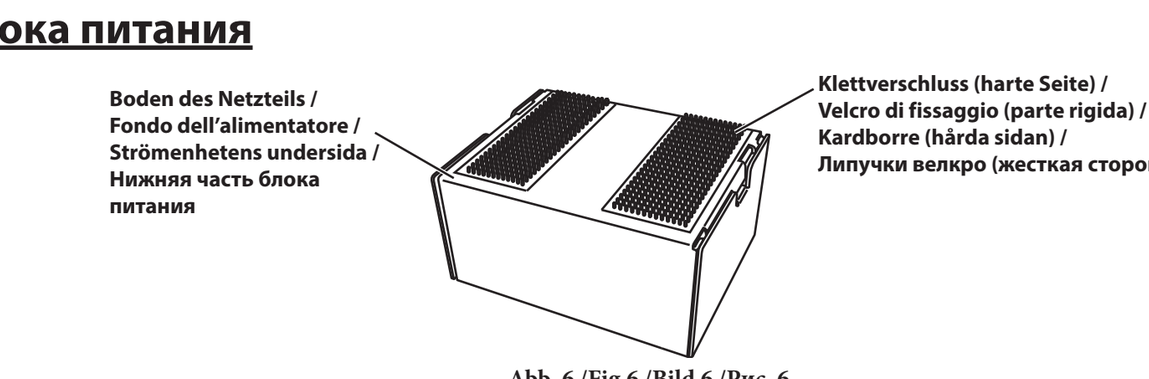

Abb. 6 /Fig.6 /Bild 6 /Рис. 6
1 Befestigen Sie den Klettverschluss (harte Seite) ⑥ unten am Netzteil ① (siehe Abb. 6).
1 Incollare il Velcro di fissaggio (parte rigida) ⑥ sul fondo dell'alimentatore ① (Fig. 6).
1 Fäst kardborren (hårda sidan) ⑥ på strömenhetens undersida ① (se Bild 6).
1 Прикрепите липучку велкро (жесткая сторона) ⑥ к нижней части блока питания ① (см.рис. 6).